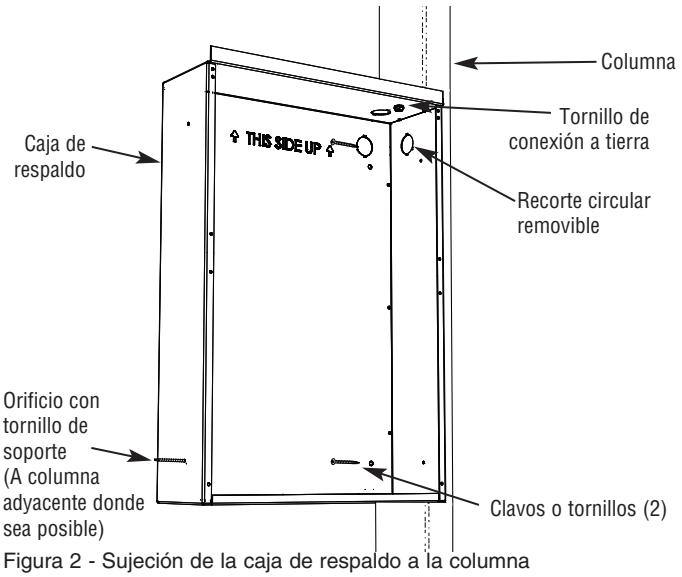

Figura 2 - Sujeción de la caja de respaldo a la columna
1. En construcción nueva sin pared terminada, coloque la caja de respaldo contra el lado de la columna permitiendo que el lado se extienda más allá de la columna de modo que la caja quedará a ras con la superficie de pared terminada. (Durante la instalación, usted debe conocer el espesor de la pared terminada). Asegure la caja a la columna utilizando dos tornillos (no incluidos) según se muestra en la Figura 2.
a. Cuando sea posible, instale un tornillo largo adicional (tal como un tornillo para madera de 3") a través del orificio de montaje inferior y dentro de la columna más cercana (vea la Figura 2). Tenga cuidado y no apriete en exceso el tornillo ya que esto deformará la caja de respaldo y dificultará o hará imposible la instalación del conjunto calefactor. El tornillo sólo debe apretarse lo suficiente para mantener el tornillo en su sitio.
b. Taladre un orificio pequeño en la caja de respaldo a ras con la superficie interior de la pared terminada e instale un tornillo (la longitud no es decisiva, pero debe ser de 1 pulgada como mínimo), vea la Figura 2.
1. Ubique una columna, marque cuidadosamente y corte una abertura que mida 12-1/2" (318 mm) de ancho por 17-3/4" (451 mm) de alto, de modo que un lado de la abertura quede a lo largo del borde de una columna – vea la Figura 2.
3. Encaje la caja de respaldo dentro de la abertura alineando los lados de la caja a ras con la superficie de la pared terminada y asegure la caja a la columna utilizando dos tornillos (no incluidos) según se muestra en la Figura 2.
5. Inserte un tornillo para madera #8, de tres pulgadas de longitud (no suministrado) a través del lado libre de la caja de respaldo no montado en la columna, y asegure en el orificio de montaje inferior. Esto evitará que la caja de respaldo sea extraída del lado no-soportado al instalar el conjunto calefactor. Tenga cuidado de no atornillar el tornillo para madera más de 3/8" dentro de la columna. Un atornillado excesivo causaría que la caja de respaldo se desalinee. Vea la Figura 2.